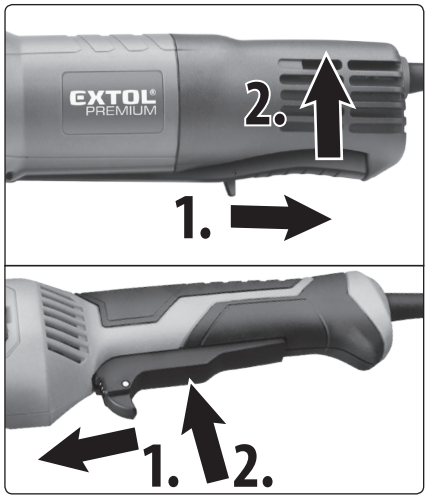

Abb.15; Schritt1. Entriegelung, Schritt 2. Einschaltung
- Der Winkelschleifer kann den Betriebsschalter unten auf dem Handgriff haben, wobei vor dem Drücken des Betriebsschalters muss die Entriegelung des Betriebsschalters nach Abb. 15. Schritt 1 und 2 erfolgen. Bei dieser Ausführung des Betriebsschalters, die insbesondere für die größeren und großen Winkelschleifer typisch ist, kann der Betriebsschalter aus Sicherheitsgründen in der Stellung „EIN" nicht verriegelt werden.